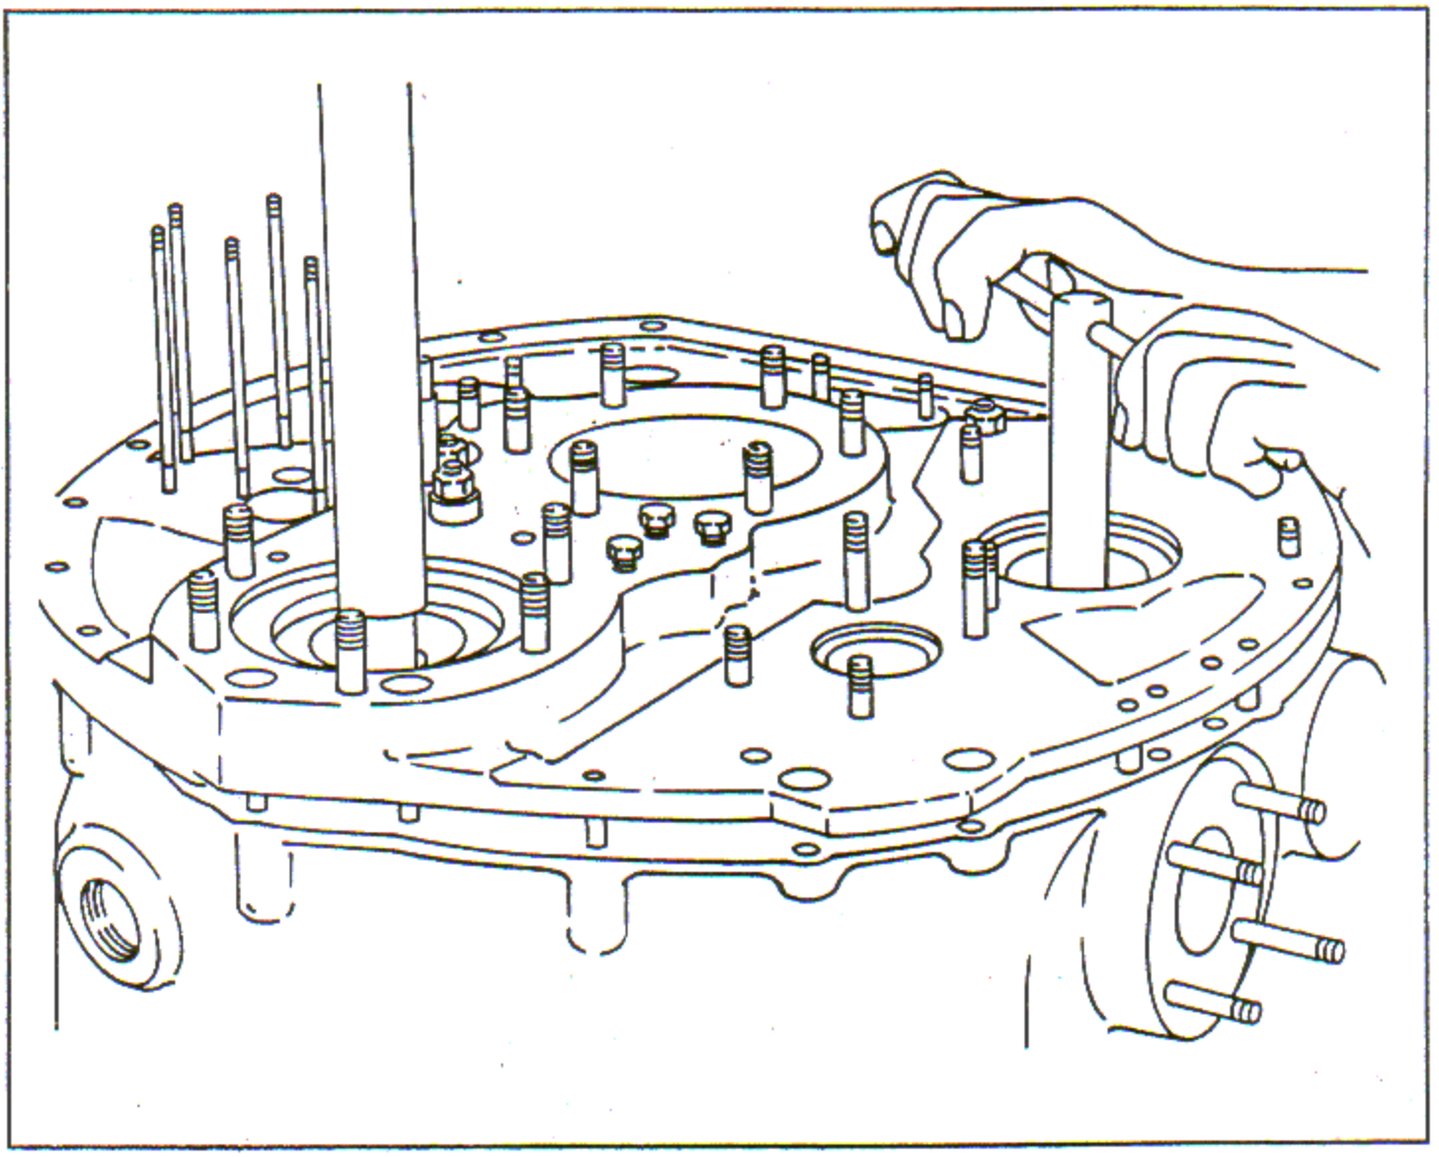

Figure 7-51. Installing Supercharger Rear Cover
b. Place a bar in the generator drive gear shaft hole in the supercharger rear cover and install the cover on the supercharger rear housing. When the cover is nearly in contact with the supercharger rear housing, install turning tool in the right hand magneto drive gear shaft. Turn the gears until all gears mesh. The cover will then drop into position. Figure 7-51 illustrates how the turning tool is used.
b. Place bar in the generator drive gear shaft hole in the supercharger rear cover and install the cover on the supercharger rear housing. When the cover is almost down on the housing, install turning tool in the right hand magneto drive gear shaft and turn the gears until all the gears mesh and the cover drops into position. See figure 7-51.